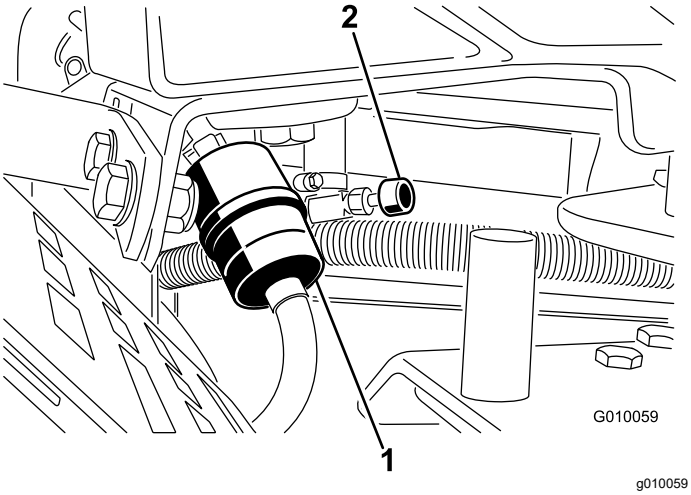

Figur 49
2. Luk brændstofafbryderventilen (Figur 49).
3. Klem slangeklemmernes ender sammen, og skub dem væk fra filteret (Figur 49).
5. Monter et nyt filter, og flyt slangeklemmerne hen til filteret (Figur 49).
7. Åbn brændstofafbryderventilen (Figur 49).
3. Løsn slangeklemmen ved brændstoffilteret, og før den op ad brændstofrøret væk fra brændstoffilteret (Figur 49).
4. Træk brændstofrøret fra brændstoffilteret (Figur 49). Åbn brændstofafbryderventilen, og lad brændstoffet løbe ud i en brændstofkande eller en dræningsbakke.
5. Monter brændstofrøret på brændstoffilteret. Før slangeklemmen hen til brændstofventilen for at fastgøre brændstofrøret (Figur 49).